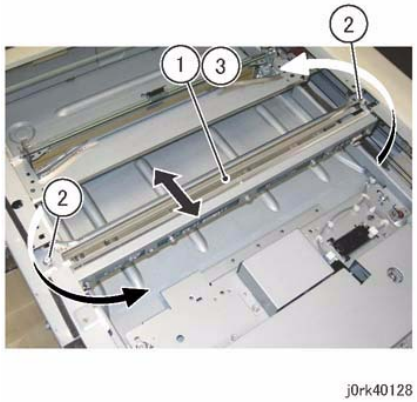

Figure 2 Full Rate Carriage Removal
4. Remove the Full Rate Carriage. (Figure 2)